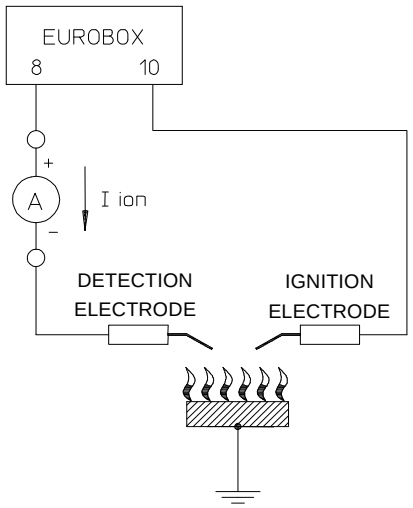

Fig.6
– the level of the flame signal should be high enough (see Fig.6 for the measuring method to adopt);